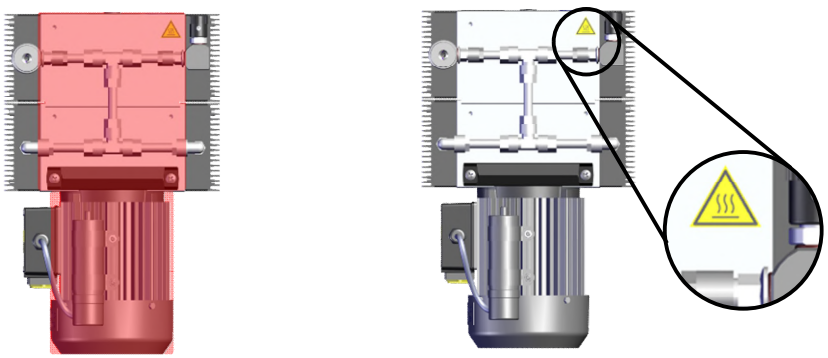

Fig. 2-1 Zone chaude de l'appareil, marquage d'avertissement, vue du haut (à droite)
- △ En fonctionnement, le boîtier du moteur et les zones environnantes atteignent une température élevée (Fig. 2-1). Tout contact peut entraîner des brûlures.